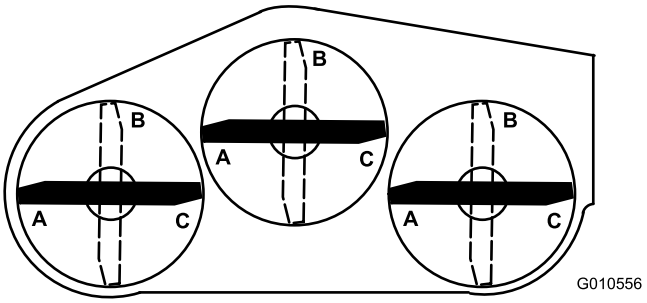
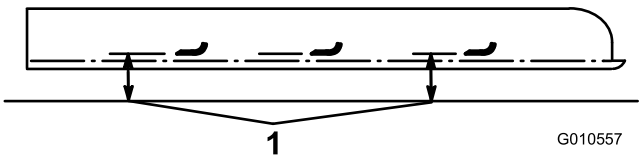

Figur 27
Figur 28
6. Placera alla tre knivarna i läget A (Figur 27) och mät från det jämna underlaget till nederdelen på varje knivspets (Figur 28) och skriv ned måtten.
7. Rotera knivarna till läget B (Figur 27), mät avståndet från alla knivar till det jämna underlaget och anteckna måtten (Figur 28).
8. Rotera knivarna till läget C, mät och anteckna det uppmätta avståndet (Figur 27 och Figur 28).